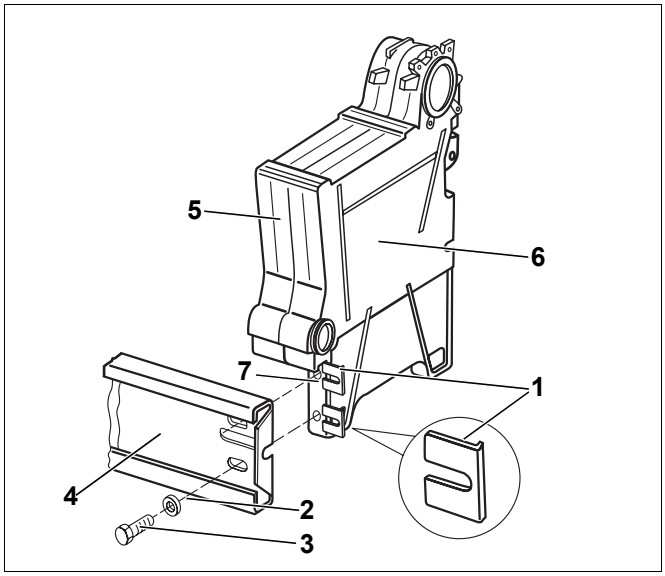
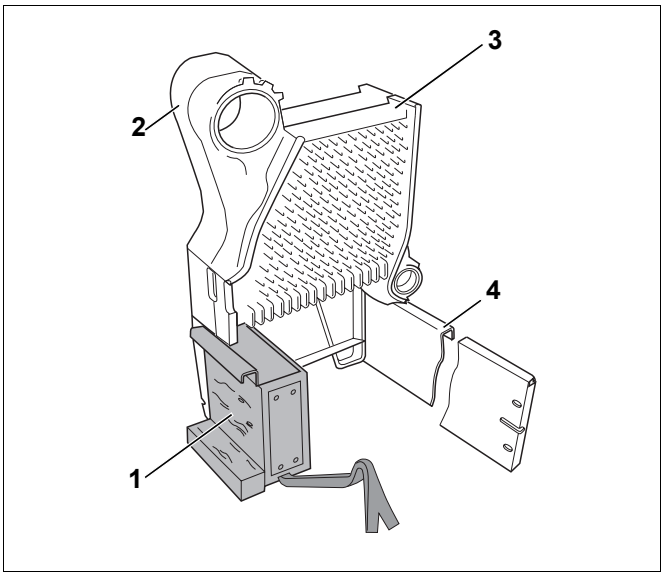

Rys. 13 Montaż szyny podporowej
Rys. 14 Człony kotła z zamocowanym wspornikiem montażowym
- Nałożyć podkładki (rys. 13, **poz. 1**) na nóżki członu końcowego (rys. 13, **poz. 7**).
- Przykręcić szynę podporową (rys. 13, **poz. 4**) śrubami z łbami sześciokątnymi M8 × 30 (rys. 13, **poz. 3**), podkładkami (rys. 13, **poz. 2**) i nakrętkami do nóżki członu końcowego (rys. 13, **poz. 7**).
Część bloku kotła (człon końcowy (rys. 13, **poz. 6**) i pierwszy człon środkowy (rys. 13, **poz. 5**) muszą być podparte i zabezpieczone przed przewróceniem się podczas łączenia. Do podparcia części zmontowanego bloku kotła należy użyć wspornika montażowego (rys. 14, **poz.** 1, strona 17).
W tej instrukcji opisany jest montaż bloku kotła z zastosowaniem wspornika montażowego (rys. 14, **poz. 1**).
- Ustawić człon końcowy (rys. 14, **poz. 2**) z pierwszym członem środkowym (rys. 14, **poz. 3**) na fundamencie i lekko przechylić.
- Ostrożnie wsunąć wspornik montażowy (rys. 14, **poz. 1**) pod człony kotła i oprzeć na nim człony kotła.